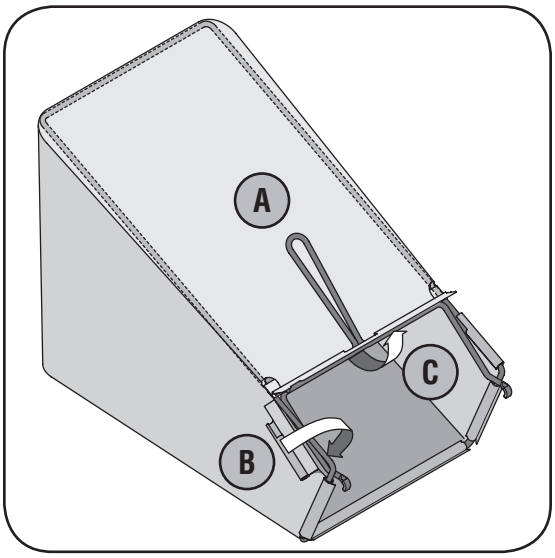

Figure 3-5
a. Place bag over frame so that its black plastic side is at the bottom. See Figure 3-5.